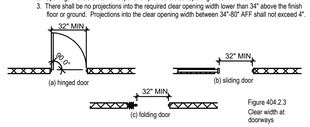

Figure 404.2.3
A. Doorways shall provide a clear opening of 32" minimum, with the door open 90°. (Fig. 404.2.3)